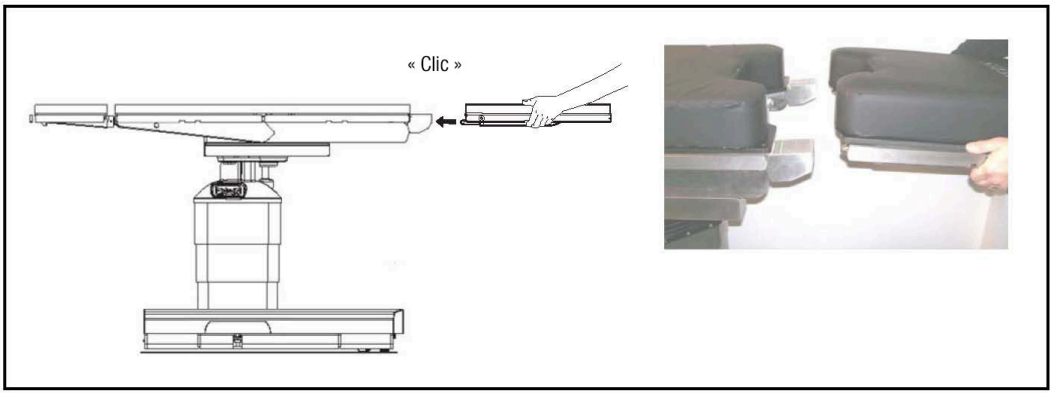

Figure 4-13. Fixation de la section appui-jambes
2. Avec la section siège de la table à l'horizontale, insérer les deux tiges d'installation de la section appui-jambes dans l'armature du siège jusqu'à ce qu'elles soient complètement enfoncées. Un « clic » indique que l'installation a été effectuée correctement (voir la *Figure 4-13*).